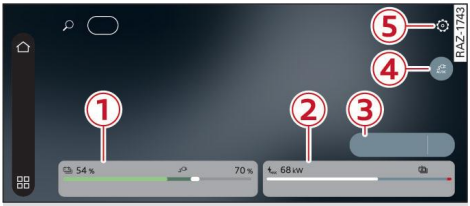

Fig. 75 Centre display: Charging settings
To achieve the highest possible charging capacity and shortest charging times when fast charging with direct current, the high-voltage battery must be in an optimal temperature range. Preconditioning the high-voltage battery can positively impact the high-voltage battery temperature. Display ② ⇨ *page 133, Fig. 75* shows whether charging capacity can be optimised via preconditioning. ▶